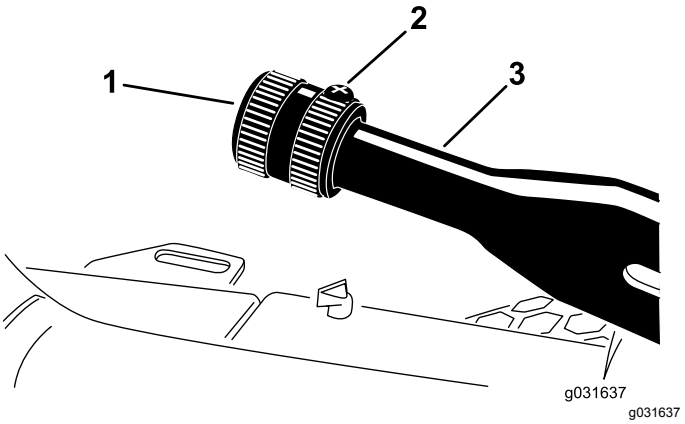

Figur 61
1. Lossa den ställskruv som fäster vredet på parkeringsbromsspaken (Figur 61).